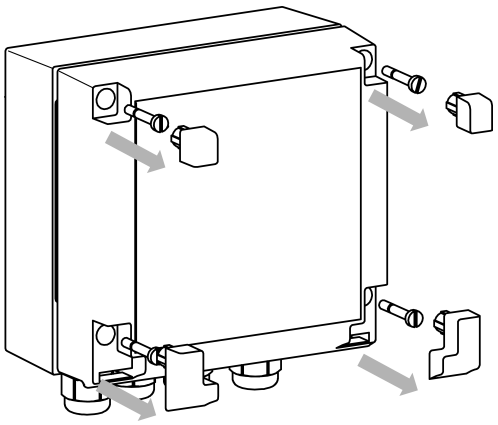

Рисунок 4.12 – Разборка передней части корпуса
1. Вытащить заглушки и отвинтить винты из передней части корпуса (см. рисунок 4.12)